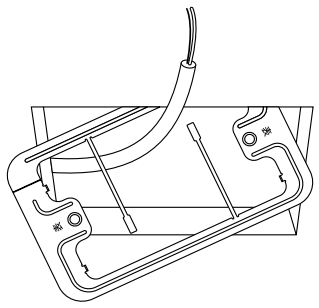

**Fig. 11-26**
3. Pass the wire through the provided mounting bracket and insert the bracket into the installation hole. (Fig. 11-26)